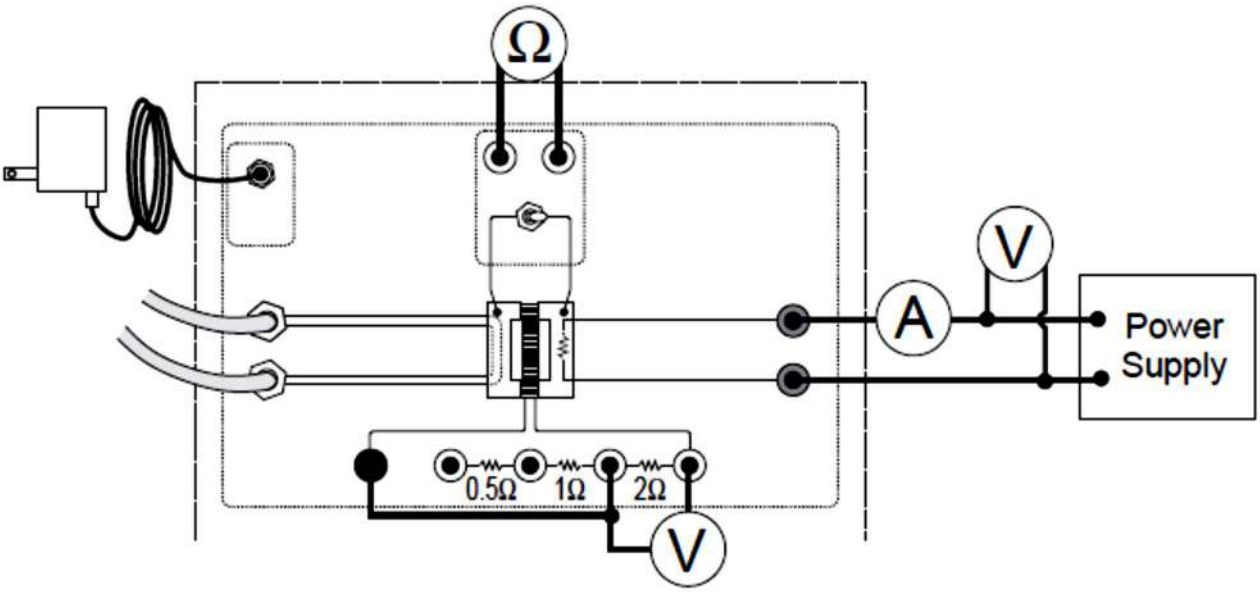

Figure 2 : Montage
Réaliser le montage suivant (voir figure 2) :
e. Brancher le voltmètre aux bornes de la résistance 2Ω comme indiqué sur la figure2.